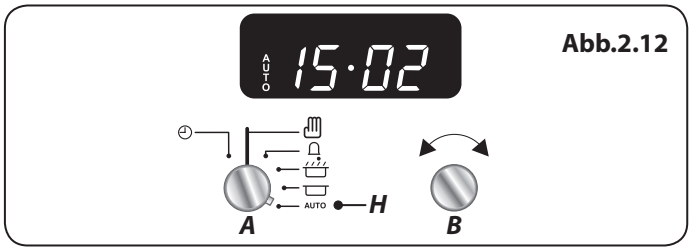

Abb.2.12
5. Drehen Sie den den Einstellknopf Timer (A) in die Stellung Auto (H) **(Abb.2.12)**. Wenn die aktuelle Uhrzeit und das Wort „AUTO“ auf dem Display angezeigt ist, schaltet sich der Herd ein bzw. aus.